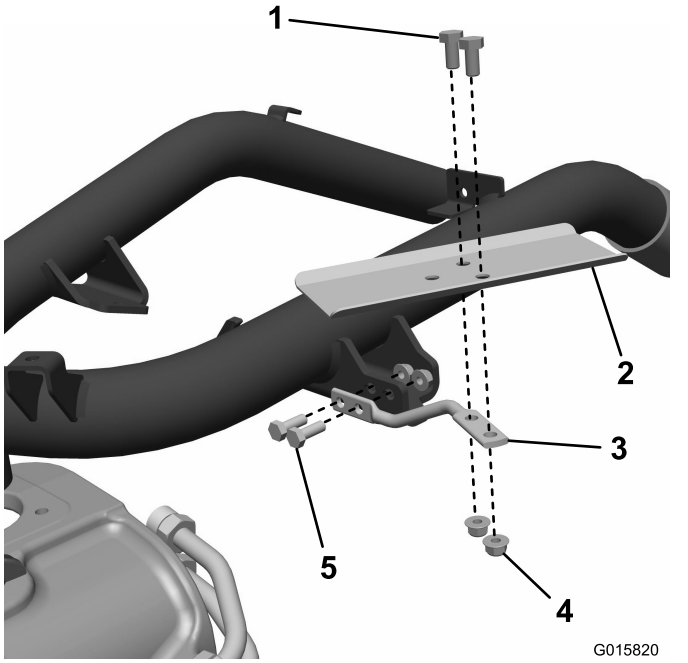

Figuur 8
1. Monteer de draad op het frame en bevestig met 2 bouten (5/16") en 2 moeren (Figuur 8).